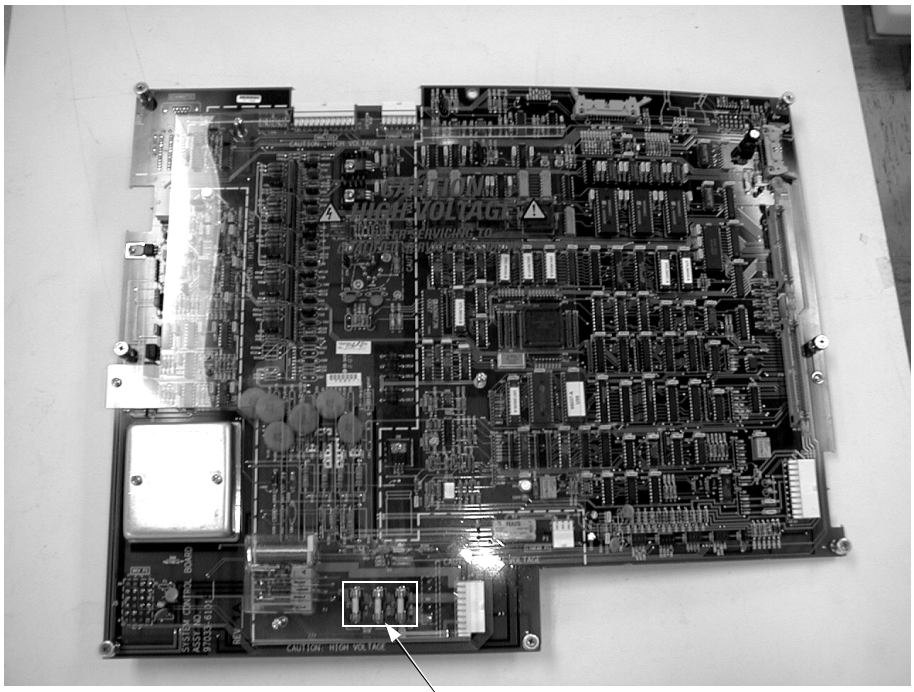

Figure 7-2. System Control PCB, showing the location of the fuses
2. To replace a fuse on the System Control PCB, proceed as follows. See Figure 7-2 on page 7-7 for the location of the System Control PCB and its fuses.